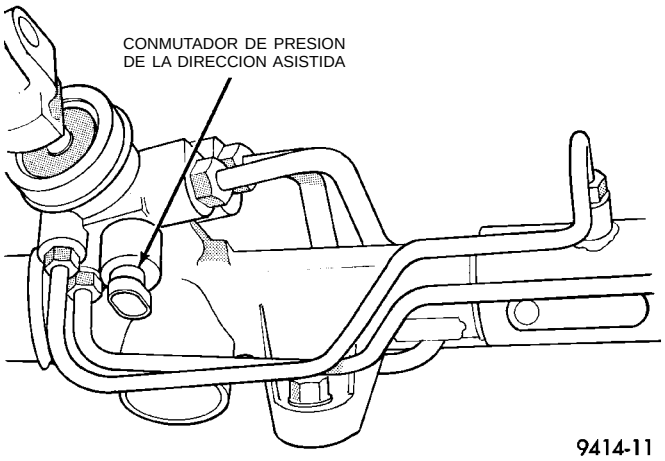

Fig. 71 Conmutador de presión de la dirección asistida
(20) Verifique la conexión eléctrica del conmutador de presión de la dirección asistida situado en la cubierta del mecanismo de la dirección asistida (Fig. 71).